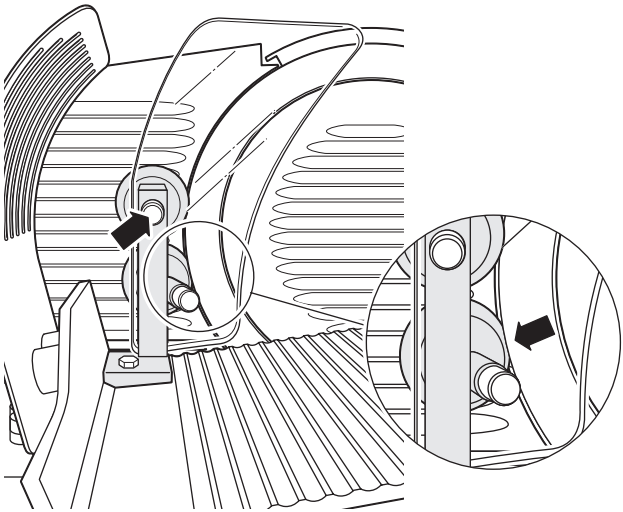

Abb. 14
4. Führen Sie den auf dem Schneidgutschlitten montierten Schleifapparat vorsichtig an das Messer heran. Vergewissern Sie sich, dass der untere Schleifstein linksseitig an der Messerschneide vorbei geführt wird (vgl. Abb. 14).